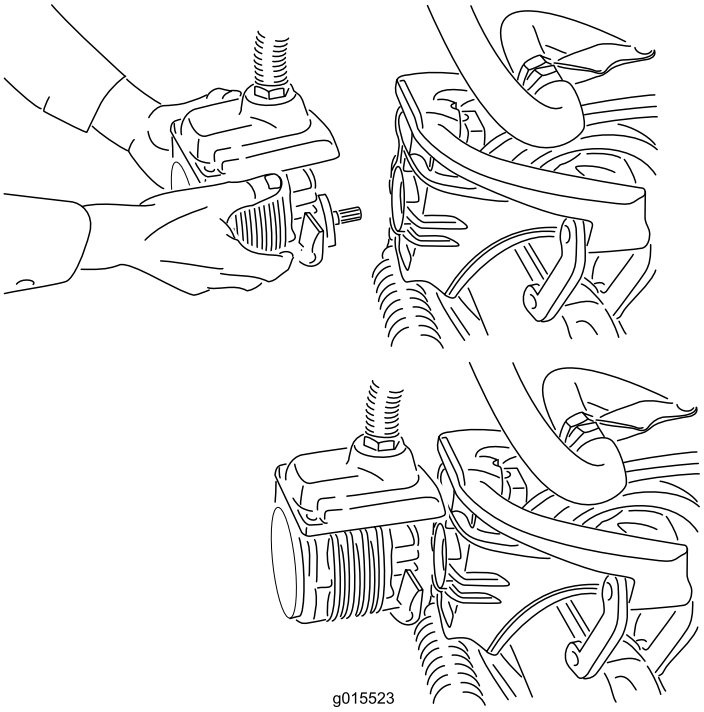

Figur 40
4. Flytt motoren til lagringsplassen foran på hjulopphengsarmen (Figur 40).